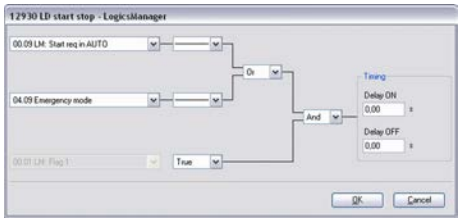

Fig. 161: LogicsManager function "LD start stop"
3. Configure the LogicsManager function "LD start stop" as shown in (Fig. 161) to enable LDSS if a start request in automatic operating mode or emergency mode are enabled.